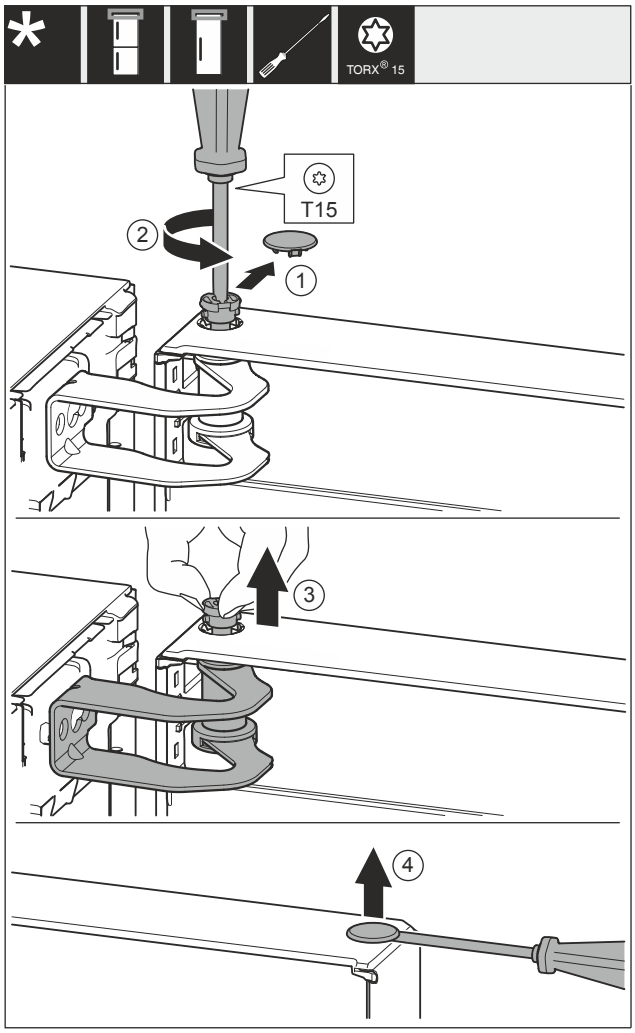

Fig. 10
▶ Carefully remove the cover *Fig. 10 (1)*.
▶ Use screwdriver to loosen the bolts *Fig. 10 (2)* a little.
▶ Pull out the bolt *Fig. 10 (3)* with your fingers.
▶ Carefully lift and remove the cover *Fig. 10 (4)* with a screwdriver.